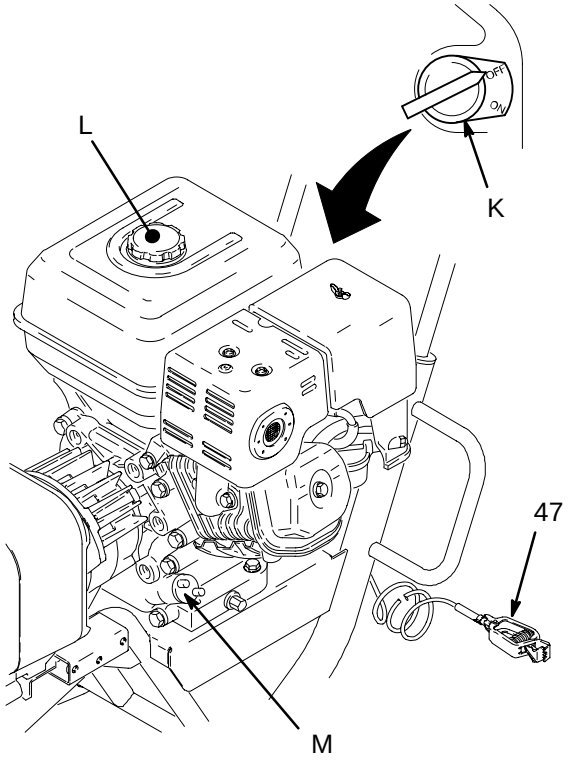

Fig. 3
4. **Check the engine oil level.** Refer to the Honda engine manual, supplied. This is a summary of the information: Remove one of the oil fill plugs (M); the oil should be almost overflowing. See Fig. 3. Add oil as necessary.
Always turn the engine switch (K**)** to off before refueling. (Fig. 3)
Do not overfill the tank. Make sure the gas fill cap (L) is securely closed after refueling. (Fig. 3)